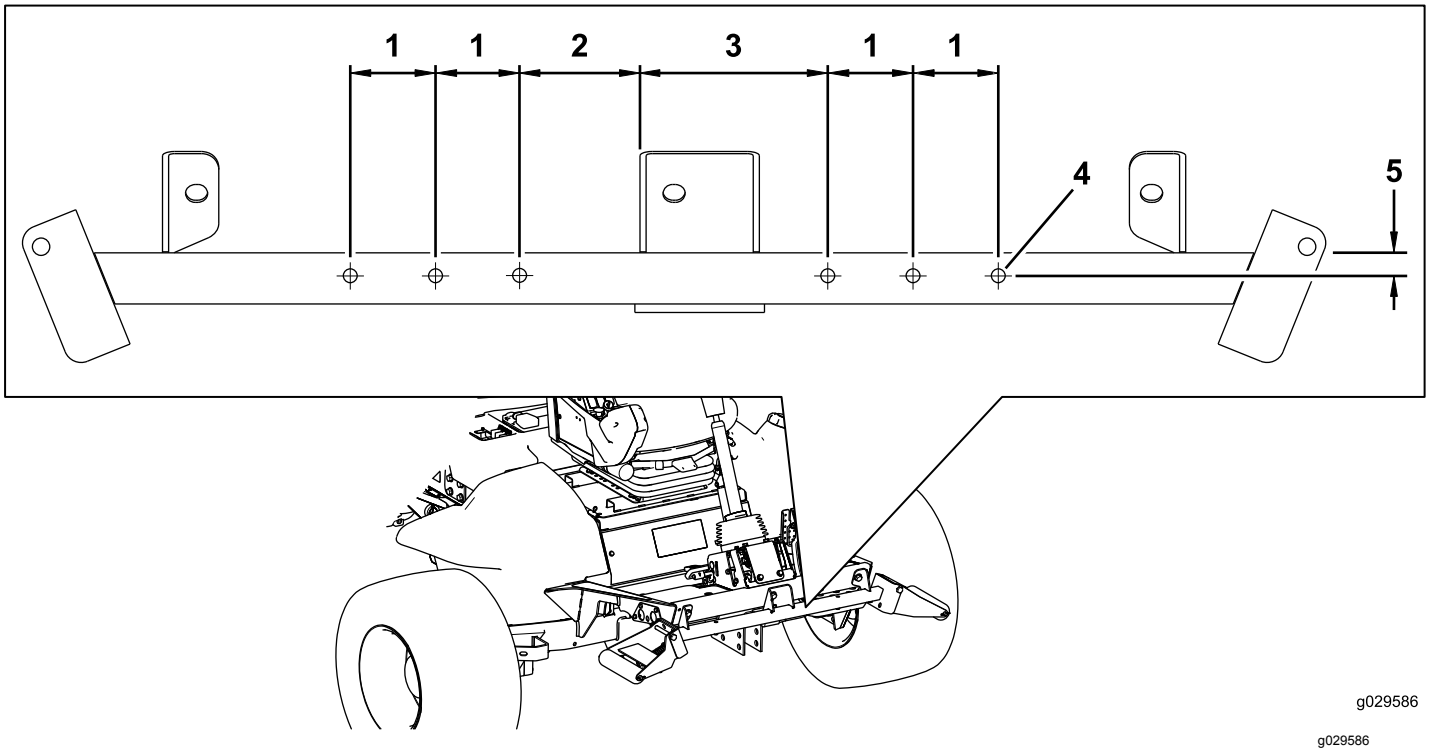

Bild 2
5. Verwenden Sie die in Bild 2 abgebildeten Werte und markieren und bohren Sie sechs große Löcher (1,0 cm) durch beide Wände des Rollenstützrohrs.